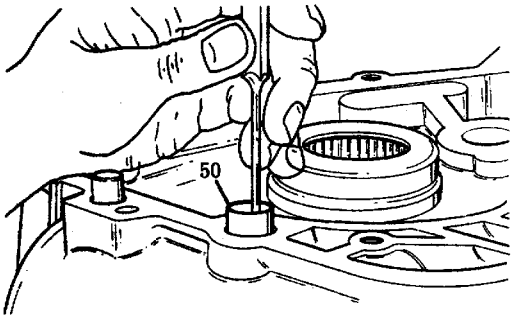

图 4－103　壳体杯形油堵的安装
(1) 解体（如图 4－104）：
①拆下最终传动装置齿圈 673。
②拆下止推轴承 674。
③拆下最终传动装置太阳轮 675。
④拆下止推轴承 676。
(2) 检查：